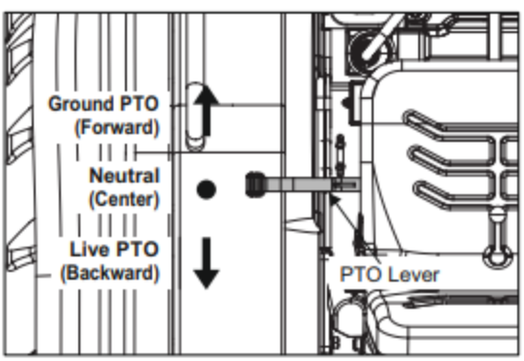

Fig. 4.20(b)
- Strømførende kraftudtag kan frakobles ved at trække op i det uafhængige kraftudtagskoblingshåndtag (fig. 4.20-b).